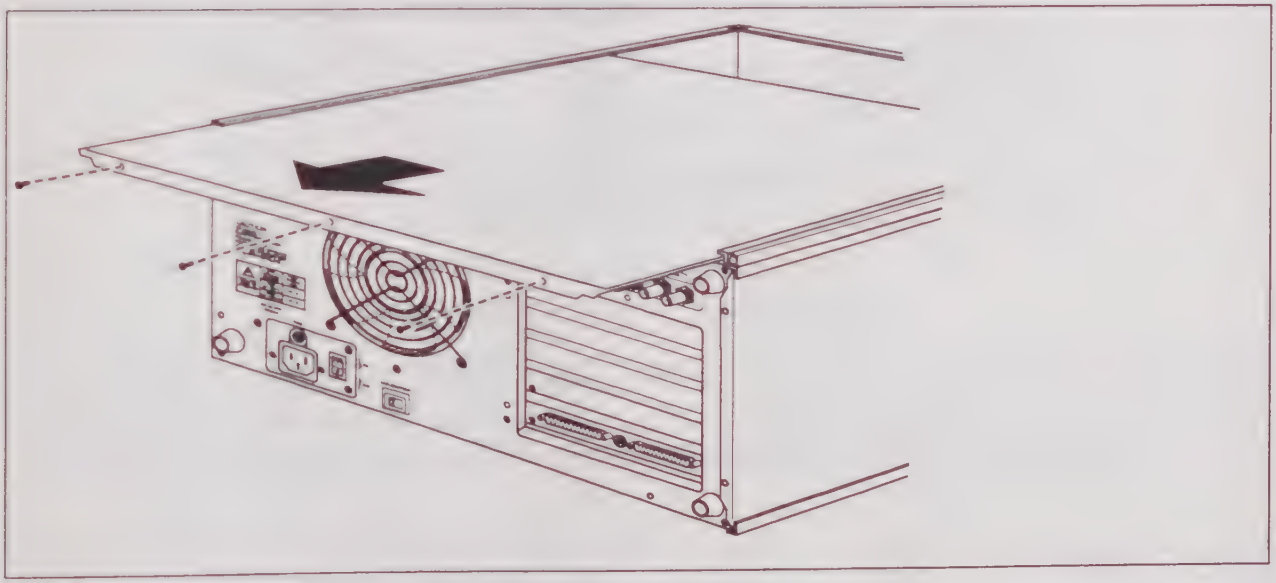

**Figure 3-1. Removing a cover panel.**
2. Remove the panel by sliding it carefully to the rear of the instrument and off its tracks (see Figure 3-1).